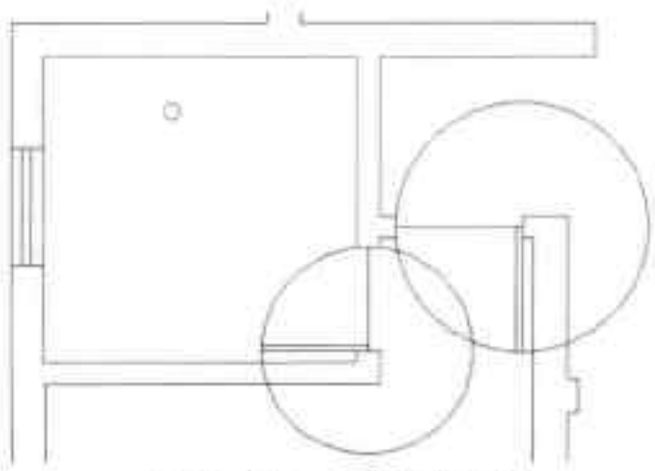

图19-36 绘制门图形
Step 03 执行“矩形”命令，绘制长 890mm、宽 40mm 和长 740mm、宽 40mm 的长方形，放置到门洞位置，如图 19-36 所示。